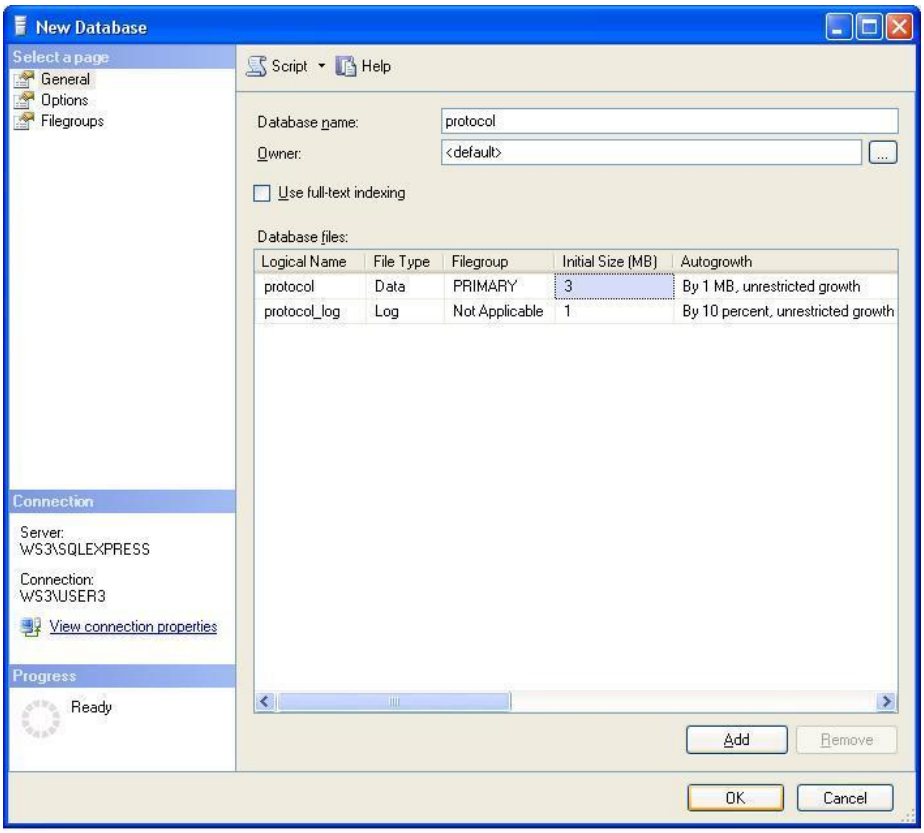

Figure 12.10-13 Creating a new database
4. *Specify the "protocol" database name in the "Database name" line in the "New Database" box (Figure 12.10-13);*